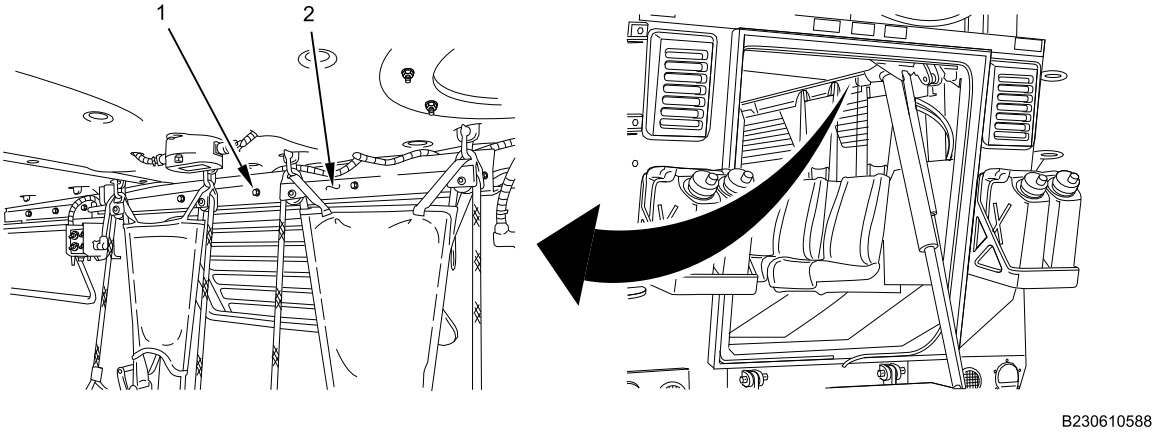

Figure 9. Right Center Cabin Molding.
3. Install five bolts (Figure 9, Item 1) and washers (one hidden behind strap), on center cabin molding (Figure 9, Item 2). Tighten bolts securely.